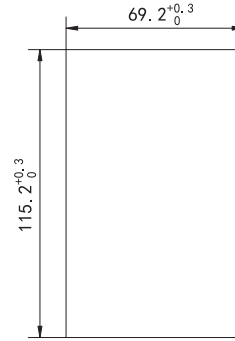

图6.1b) 操作面板安装（柜门开孔）尺寸图
6.4.2 图6.1b）：操作面板安装（柜门开孔）尺寸图，操作面板可以直接安装在柜门门板上。